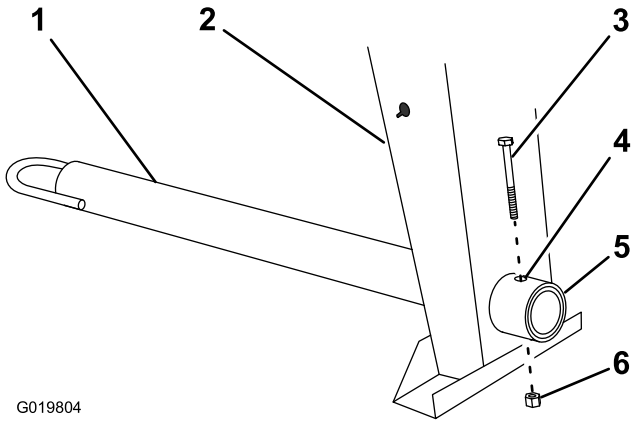

Figure 6
1. Remove the bolt and nut from the tow pole (Figure 6).
2. Slide the tow pole forward and align the hole in the pole with the hole in the frame fitting (Figure 6).
3. Insert the bolt through the holes in the fitting and the pole (Figure 6).
4. Thread the nut onto the bolt and tighten them until they are tight against the frame fitting (Figure 6).